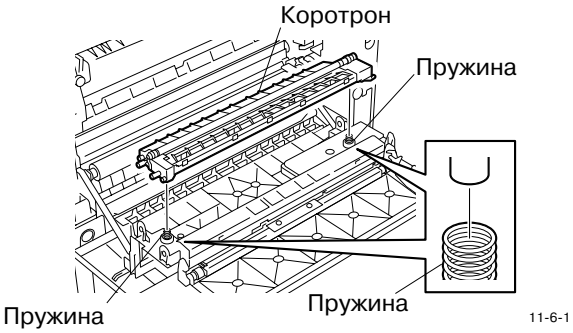

Рис. 11-6-1
3. Снимите коротрон. (Рис. 11-6-1)